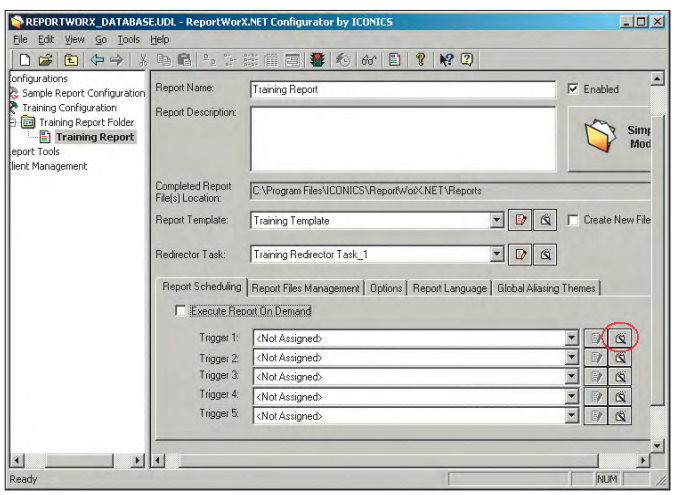

Рис. 30. Редактирование отчёта: Advanced mode
1. Для создания **триггера** (условия, определяющего, **когда** должен исполняться отчёт), перейдите на страничку редактируемого отчёта и нажмите кнопку **Advanced Mode** для доступа к дополнительным настройкам. Окно примет вид, показанный на рис. 30.
3. Нажмите кнопку (Create New Trigger), расположенную справа от поля **Trigger 1**, как показано на рис. 30. При этом будет запущен **Trigger Wizard** (Мастер триггеров). В появившемся приглашении Мастера нажмите кнопку **Next**.